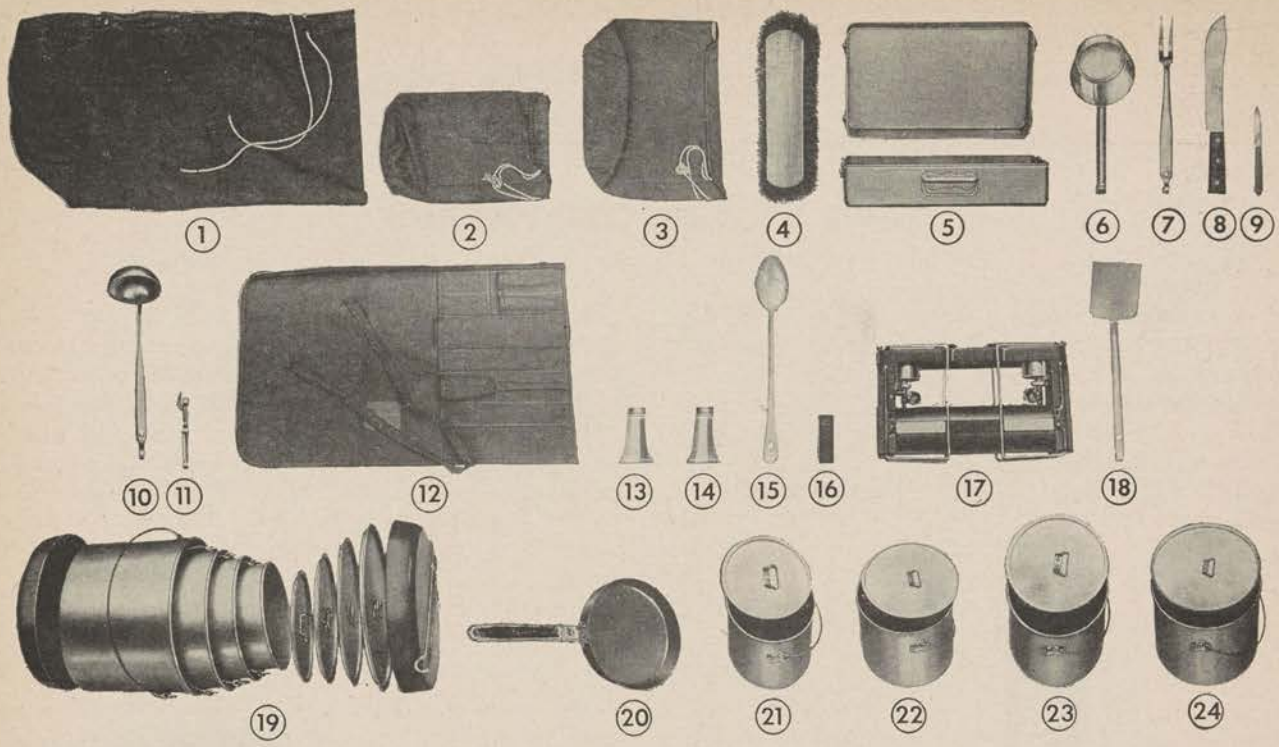

Figure 14. Outfit, cooking, 20-man (64–O–300).
a. Component parts. This outfit (see fig. 14) consists of the following items: